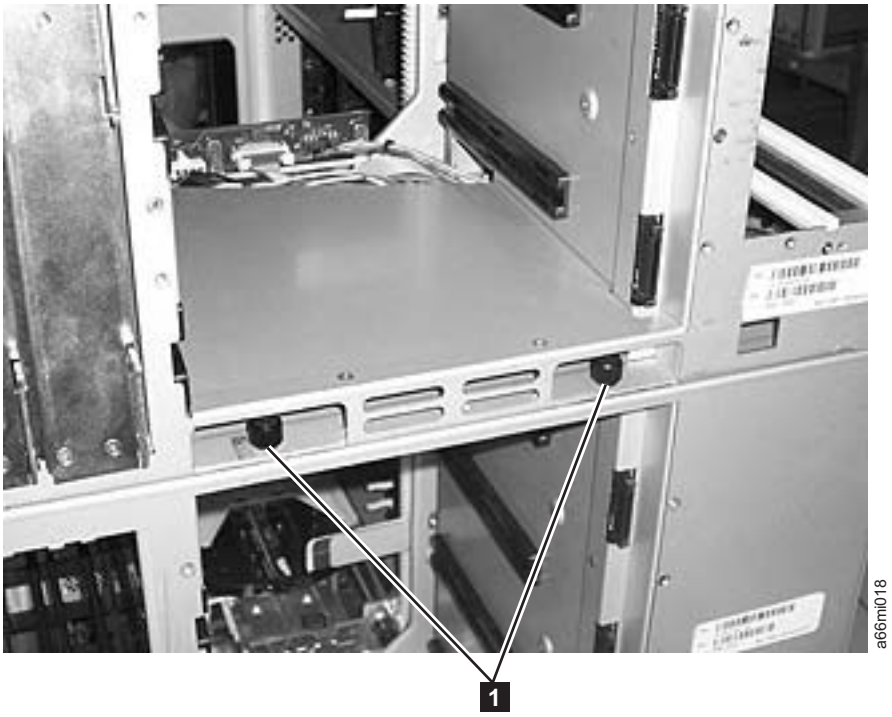

Figure 7-7. Control module rear thumb screws
7. Loosen the rear thumb screws (**1** in Figure 7-7) securing the control module to the lower expansion module.